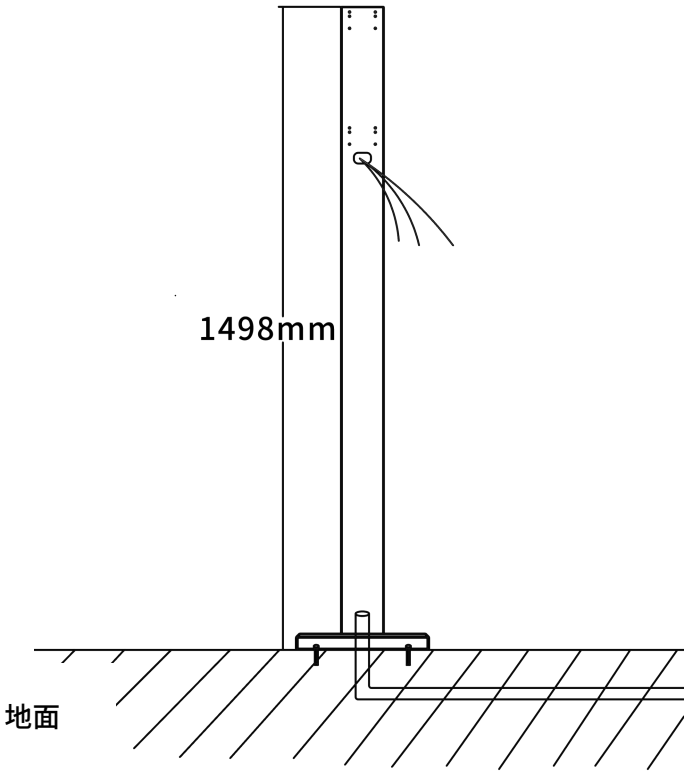

图 5
5、将预留好的电线从立柱中间穿入，安装 4 个膨胀螺丝固定立柱，如图 5。